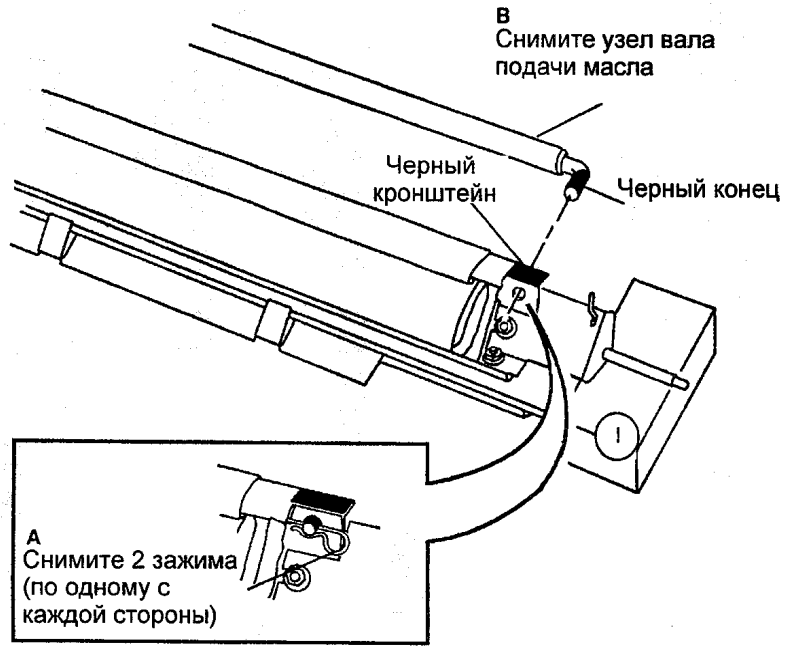

Рис. 1 Снятие узла вала подачи масла
3. (РИС. 1): СНИМИТЕ УЗЕЛ ВАЛИКА ПОДАЧИ МАСЛА.